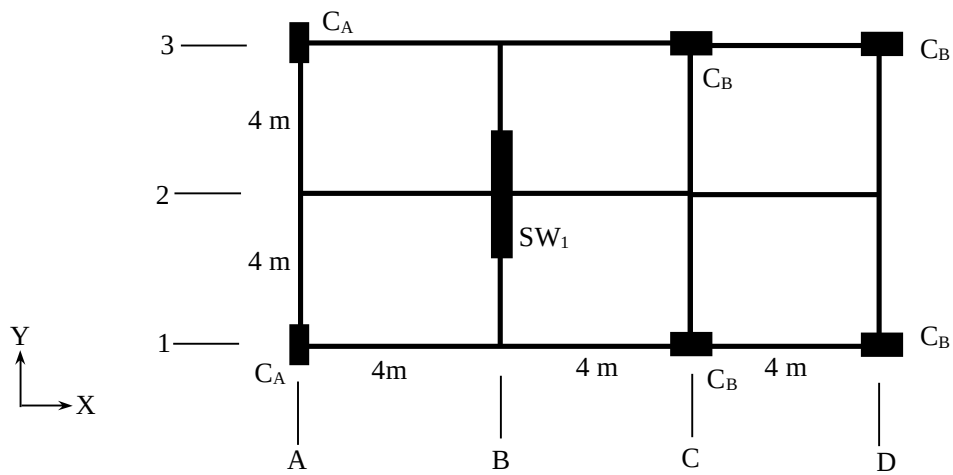

Figure 2 (Typical plan)
Q.5 (a) Calculate base shear and shear force at roof level in y-direction of three storey hospital building consisting of special moment resisting frame resting on medium soil in Bhuj. Consider following data and Figure 2: **07**